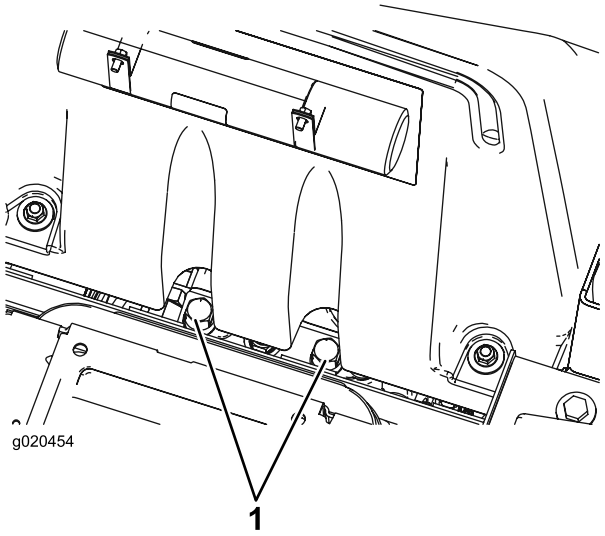

図 30
1. 運転席を倒して燃料タンク前部の下にあるバイパスバルブを見つける図 30。